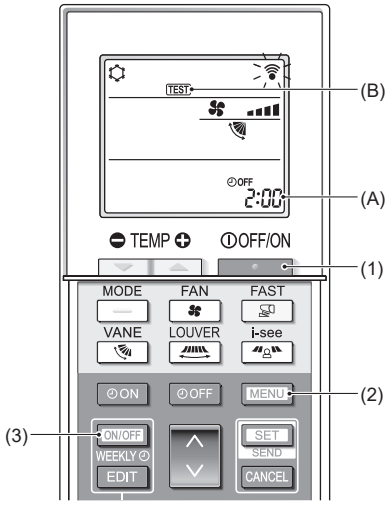

Abb. 7-5
7.2.2. Verwendung der drahtlosen Fernbedienung (Abb. 7-5)